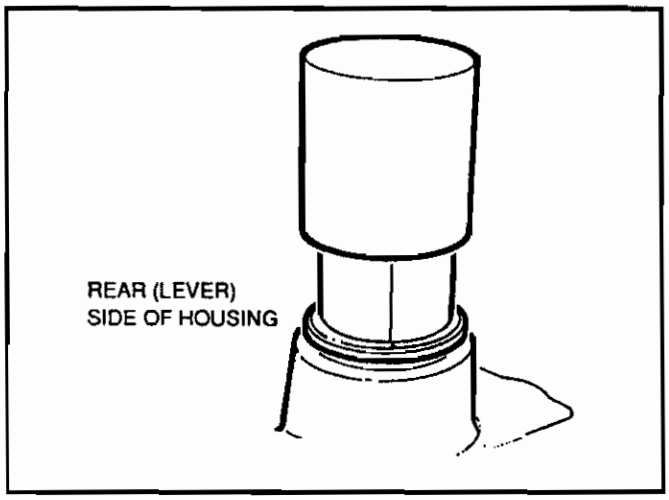
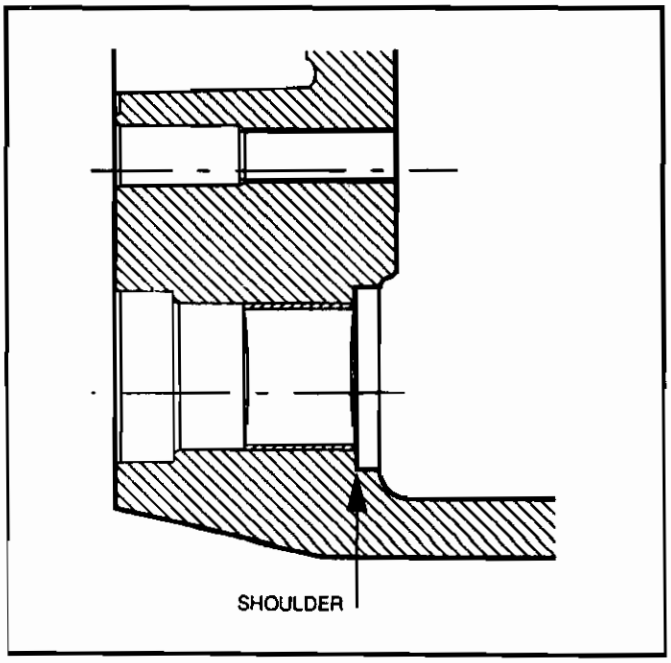

Figure 21.
Figure 22.
2. Press the bushing into the bore with a suitable drift (Figure 21). The front edge of the bushing should be flush with the recess in the mouth of the housing bore (Figure 22).